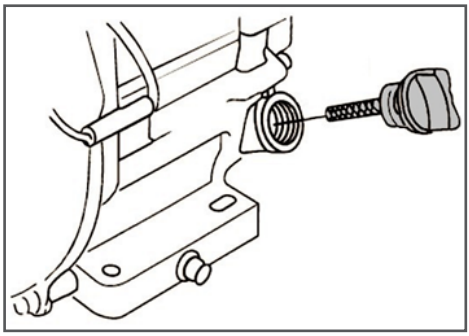

Рис. 10 Крышка-щуп маслозаливной горловины
2. Открутите крышку-щуп маслозаливной горловины и извлеките щуп (Рис. 10).